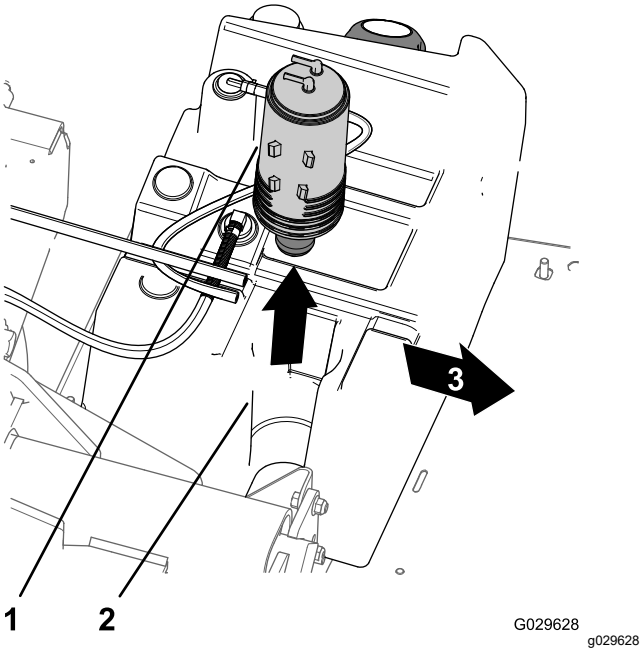

Figur 45
3. Lyft av kolkanistern från dess fäste i bränsletanken (Figur 45).
7. Placera den nya kolkanistern på bränsletankens kolkanisterfäste med Purge- och Fuel Tank-kopplingarna riktade bakåt (Figur 45).